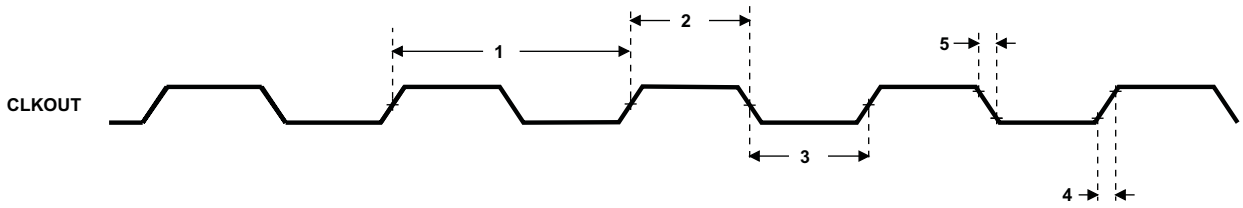

Figure 5-17. CLKOUT Timing
Table 5-14. Switching Characteristics Over Recommended Operating Conditions for CLKOUT(1) (2) (see Figure 5-17)